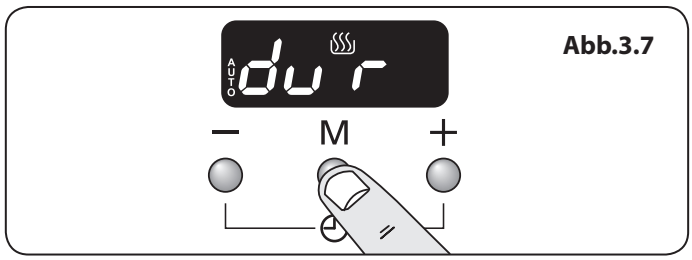

Abb.3.7
1. Drücken Sie die Modustaste [M], bis die Anzeige blinkt: dur (**Abb.3.7**). Stellen Sie anschließend die „Kochdauer“ mithilfe der Tasten [+] und [-] ein.